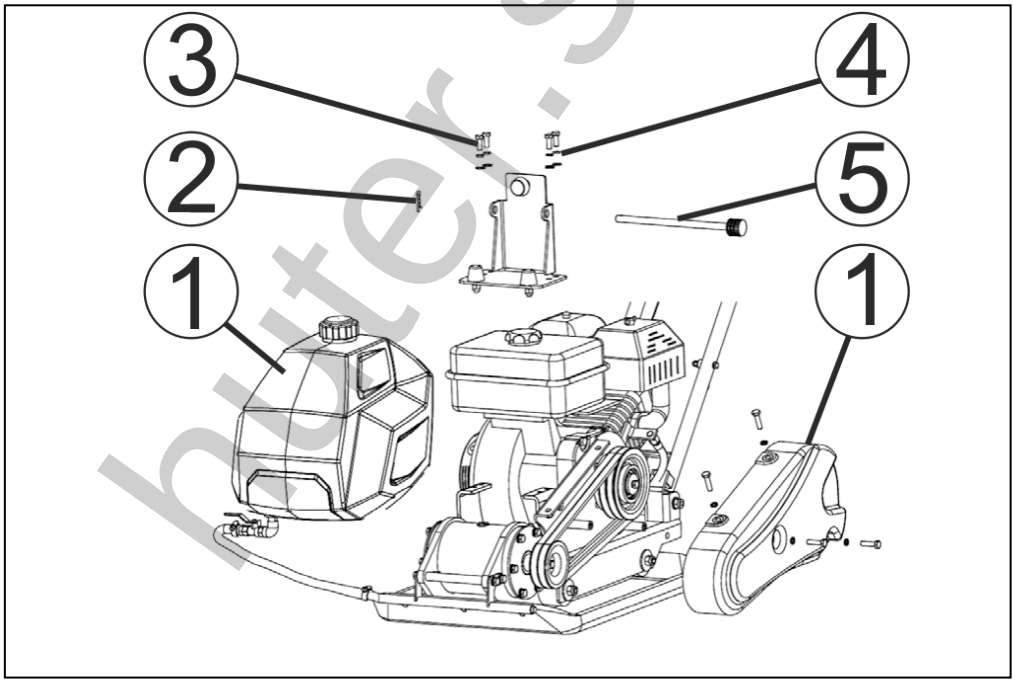
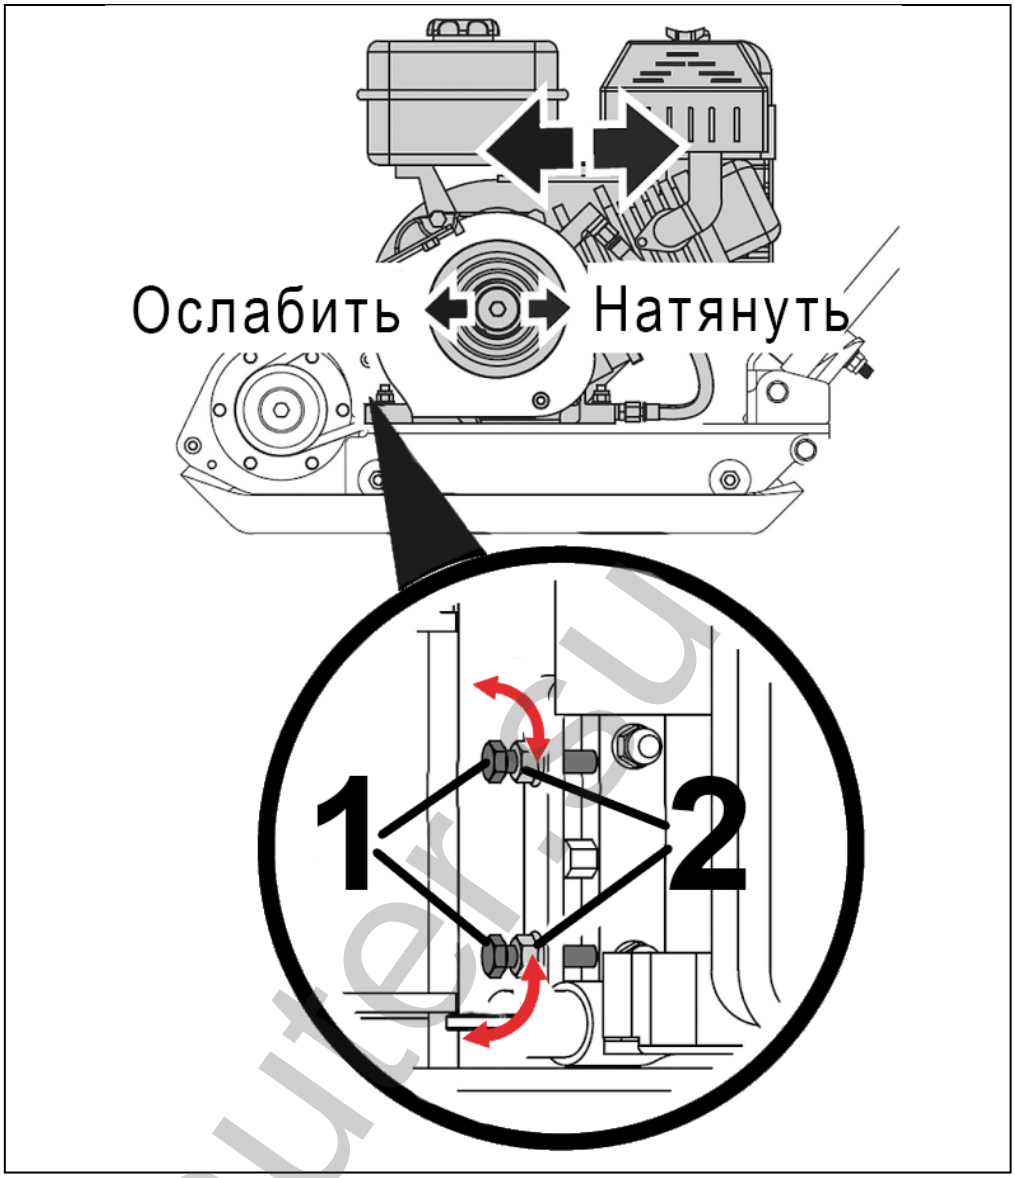

Рис. 22. Частичный разбор для обслуживания ремней.
Рис. 23. Регулировка натяжения ремней.
- извлечь шплинт (2), вытянуть шток (5), снять бак (1) для воды и отложить его в сторону (Рис. 22);
- открутить болты (3) крепления кронштейна (4) и снять кронштейн (4) с рамы виброплиты;
- для натяжения ремней ослабьте затяжку гаек (2), после чего закрутите болты (1) натяжного устройства (Рис. 23);
2. Снять бак для воды и отложить его в сторону (Рис. 22).
3. Открутить болты крепления и снять кронштейн бака с рамы виброплиты (Рис. 22).